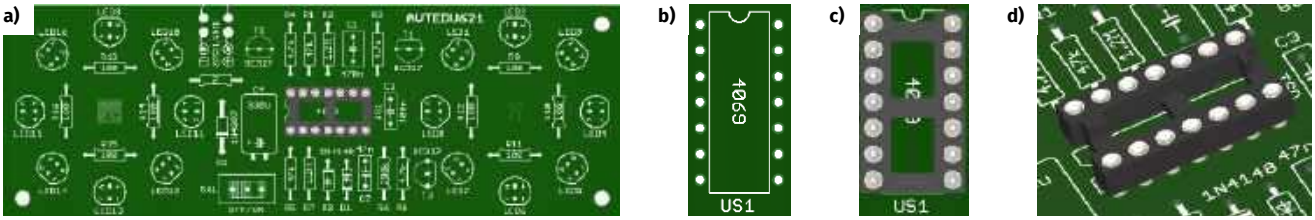

Rysunek 3. a) lokalizacja podstawki pod układ scalony na płytce; b), c), d) poprawny montaż tego elementu z uwzględnieniem kierunku
- Podstawka pod układ scalony nie ma biegunowości w sensie elektrycznym, ale ma określoną orientację montażową. W jej obudowie znajduje się znacznik (najczęściej wycięcie lub kropka), który musi być ustawiony zgodnie ze znakiem na płytce drukowanej (**rysunek 3**). Prawidłowa orientacja podstawki jest konieczna, aby później poprawnie włożyć do niej układ scalony.